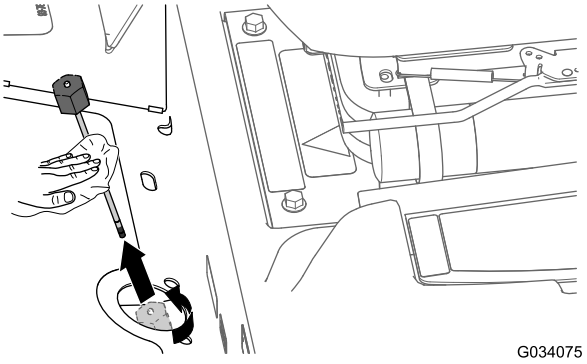

Figur 83
2. Lossa oljestickan (Figur 83), ta bort den från växellådans påfyllningsrör och torka av den med en ren trasa.